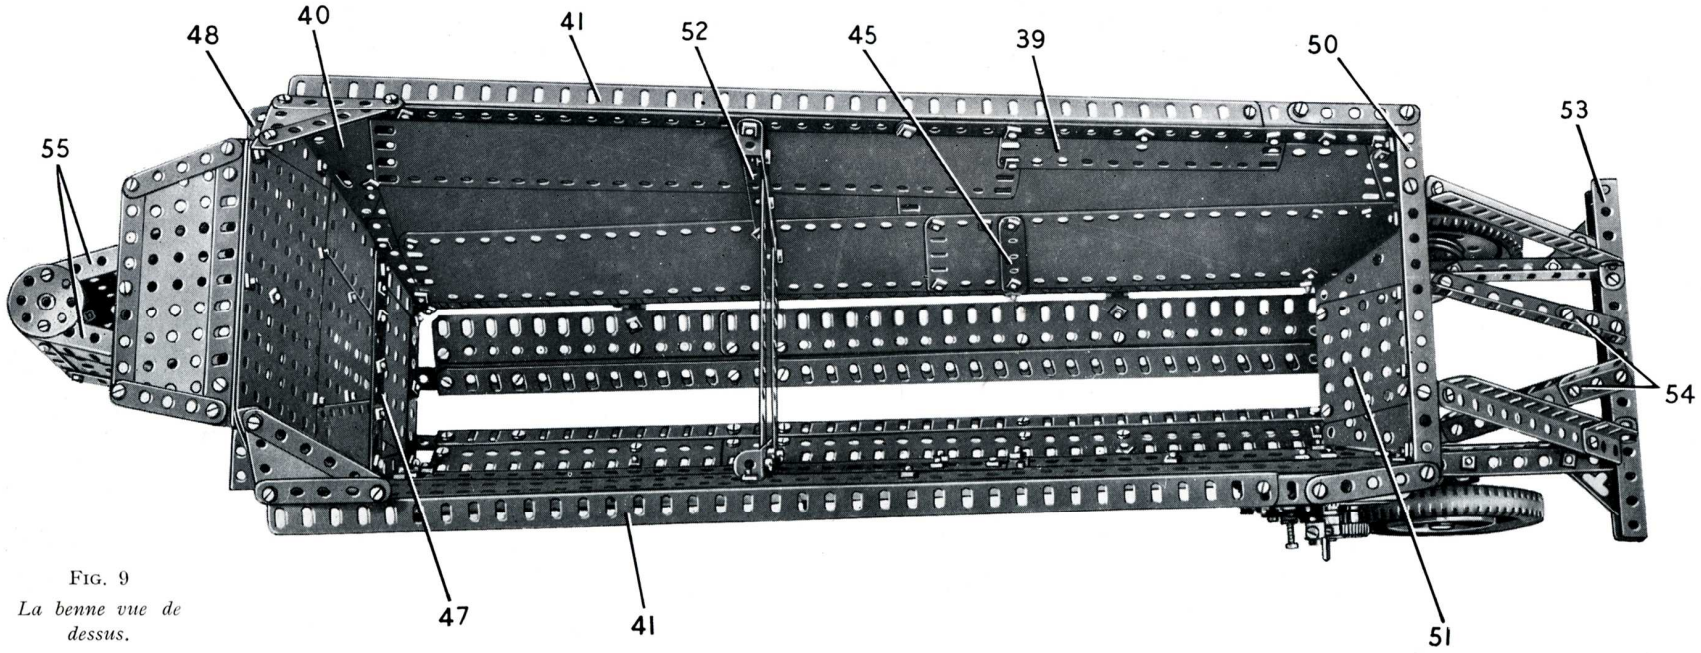

FIG. 9
Construction de la benne : la carrosserie (Fig. 9 et 10)
Chacun des côtés de la benne est formé par trois plaques-bandes de 25 trous, 2 de 19 trous, une plaque flexible de 14×4 cm. (39) (fig. 9) et une plaque flexible triangulaire de 9×5 cm. (40). Ces plaques sont boulonnées comme le montrent les fig. 9 et 10, et elles sont bordées en haut par une poutrelle (41) faite d'une cornière de 37 trous et d'une de 6 trous. Une poutrelle (42), faite d'une cornière de 11 trous et d'une de 4 trous est boulonnée sur le bord avant de chaque côté et elle est réunie à une cornière de 49 trous (43) par une équerre à 135°. Chaque côté est renforcé par deux bandes de 11 trous (44), une bande de 6 trous (45) et une bande (46) faite d'une bande de 11 trous et d'une de 6 trous, et les extrémités inférieures de ces bandes sont boulonnées sur la cornière (43).
La structure du système d'attelage de la benne est constituée par deux plaques sans rebords de 11,5×6 cm. bordées par deux cornières de 9 trous (55). La paire supérieure de cornières (55) est boulonnée sur la cornière (48) et la paire inférieure sur une cornière de 7 trous (56) ; cette dernière est réunie au-devant de la carrosserie par deux équerres renversées de 12 mm., dont chacune est tenue écartée de la carrosserie par deux rondelles. Une bande coudée de 90×12 mm. est boulonnée sur la partie disponible des équerres renversées de 12 mm., et une bande de 5 trous est fixée sur chaque rebord de cette bande coudée. Les extrémités avant des cornières (55) sont réunies par une plaque cintrée en U et deux roues barillet, comme le montrent les figures 9 et 10. La tringle (38) (fig. 6) du tracteur passe au travers des roues barillet de façon à former l'attelage entre le tracteur et la benne.
Le fond ouvrant et son mécanisme (Fig. 9, 10 et 11)
Le fond de la benne a la forme de deux portes qui s'ouvrent, faites chacune de deux poutrelles plates de 25 trous, de deux de 15 trous et d'une cornière de 37 trous, disposées comme le montrent les figures 9 et 10. Deux équerres de 26×12 mm. sont boulonnées sur chaque porte, et un boulon qui porte un écrou passe ensuite dans chaque équerre. Deux bagues d'arrêt (57) sont bloquées sur les boulons et reçoivent une tringle de 29 cm. Ces tringles passent dans des supports de rampe fixés sur les cornières (43). Une bande de 5 trous (58) est boulonnée sur chaque porte.